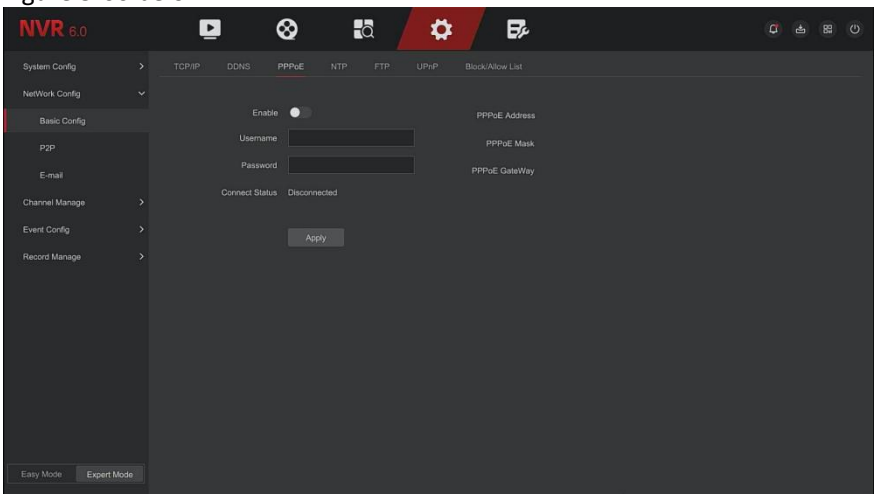

Figure 5-66
Step 1: In the main menu, click "Config → Expert Mode → Network Config → Basic Config → PPPOE" to enter PPPOE to set the interface, as shown in Figure 5-66 below.